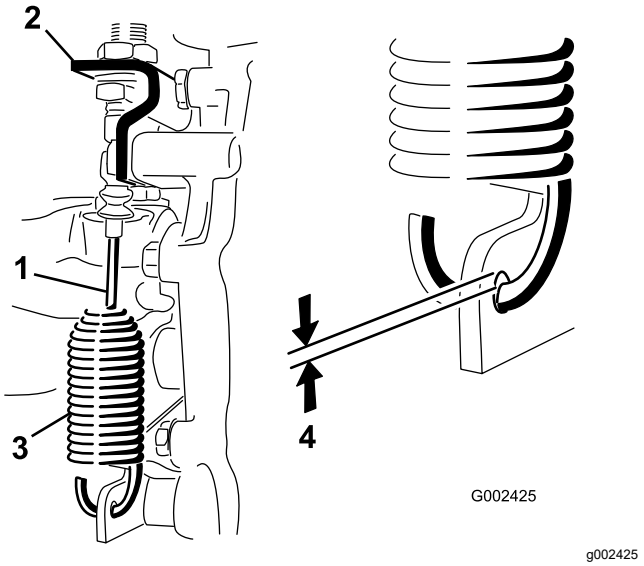

Figura 45
2. Afloje las contratuercas que sujetan el cable de bloqueo del diferencial al soporte del transeje (Figura 45).